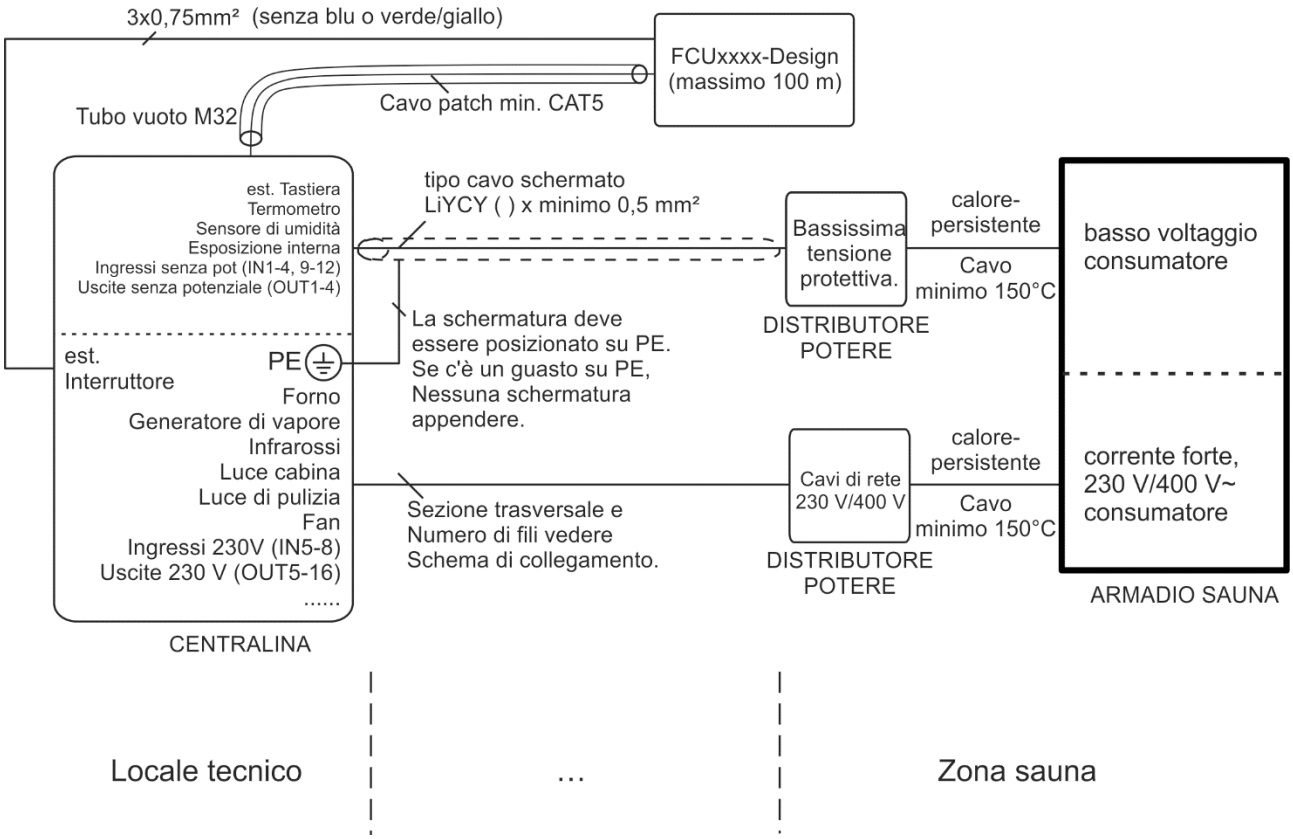

Fig. 1: Cablaggio per il montaggio dell'unità di comando sauna non direttamente sulla parete esterna della cabina.
- Prevedere una scatola di distribuzione per i circuiti di segnalazione per le i cavi di rete come da **Fig. 1**.